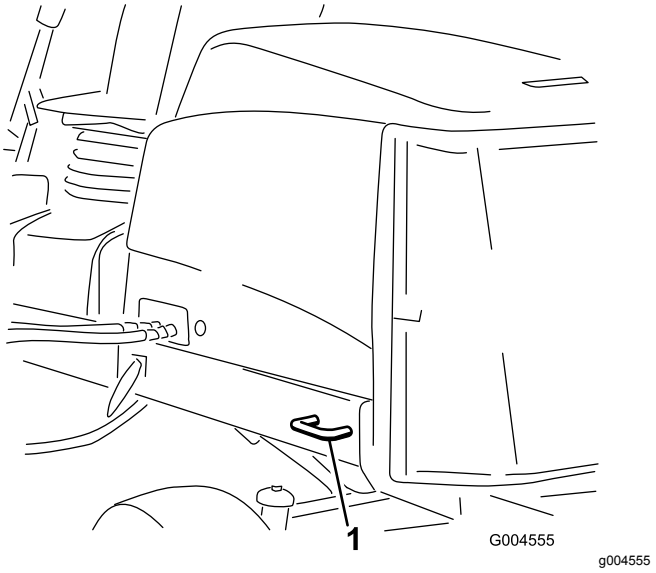

Figur 59
- Bak – på båda sidor av maskinen, på den bakre ramen (Figur 59).